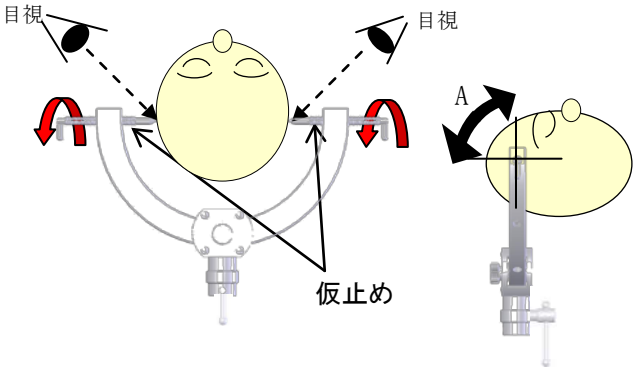

図1-1　　図1-2
(1) 介助者が患者の頭を支え、滅菌したスクリューピン(ヘッドピン)で仮止めします。(図 1-1)**頭蓋骨の硬さには、個人差があります。仮止めするときには、スクリューピンの先端部を目視確認しながら注意して固定作業を行ってください。**仮止め状態で患者頭部が、矢印 A(図 1-2)のように、スクリューピンを中心軸にして患者の頭が動くことを確認してください。